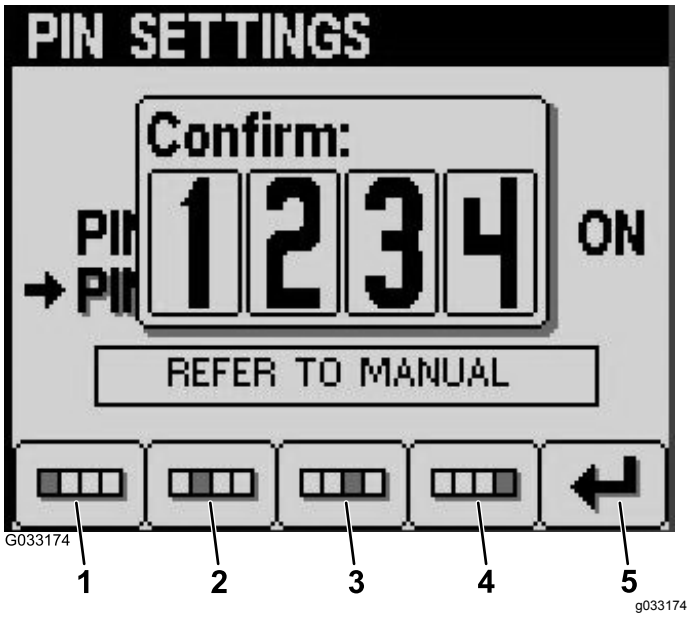

**Figur 26**
8. Bekræft din nye pinkode vha. knapperne 1 til 4 og tryk på knap 5, når du har gennemført indtastningen af pinkoden (Figur 26).